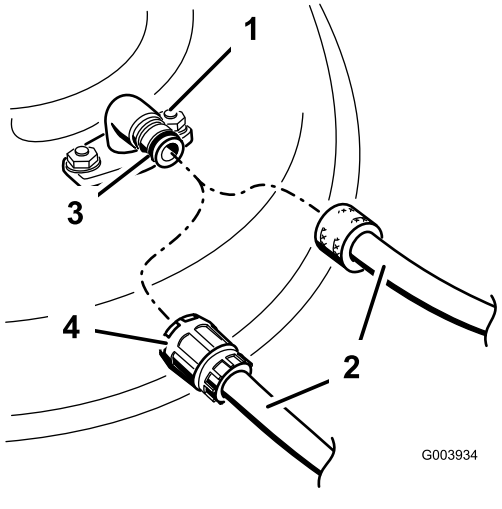

Figuur 71
3. Bevestig de slangkoppeling aan de wasaansluiting van de maaimachine en draai de waterkraan helemaal open (Figuur 71).